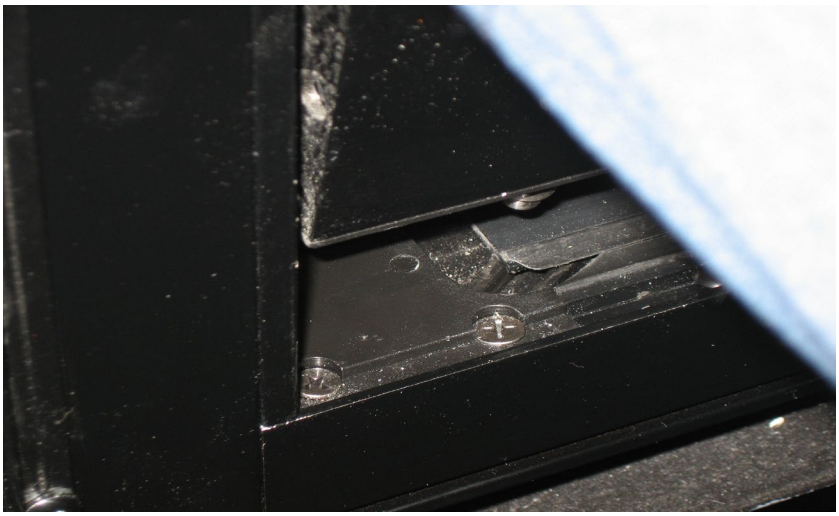

FIGURE 50: POSITIONING THE LOWER LEFT CORNER OF THE SASH
1. Align the leading edge of the slot on the lower cam follower block with the sash stop. Use the power toggle switch to obtain the correct alignment. (Figure 50)